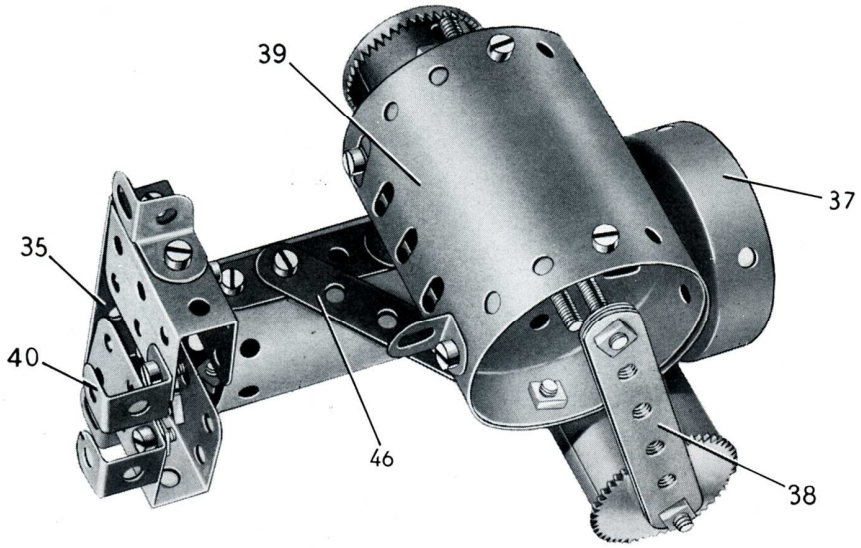

FIG. 8 *Le carburateur séparé du moteur.*
Deux supports en U (fig. 8) sont réunis par une bande coudée de 60×25 mm. (35) et deux plaques cintrées de 43 mm. de rayon montées de façon à former un cylindre sont fixées sur chaque support en U par une équerre. Le cylindre est ensuite renforcé par deux bandes de 5 trous prolongées chacune par une bande-glissière de 5 cm. (fig. 3). Ces bandes-glissières soutiennent le cylindre supérieur de 6 cm., et les deux cylindres sont réunis l'un à l'autre par des supports plats. Une joue de chaudière (37) et une poulie de 25 mm. sont fixées sur le cylindre inférieur par un boulon de 19 mm. Une tige filetée de 15 cm. passe au travers des deux cylindres et une roue de champ de 50 dents est fixée à son sommet, tandis qu'à son extrémité inférieure sont fixées une roue de 50 dents et quatre bandes de 6 trous (38) placées l'une sur l'autre.